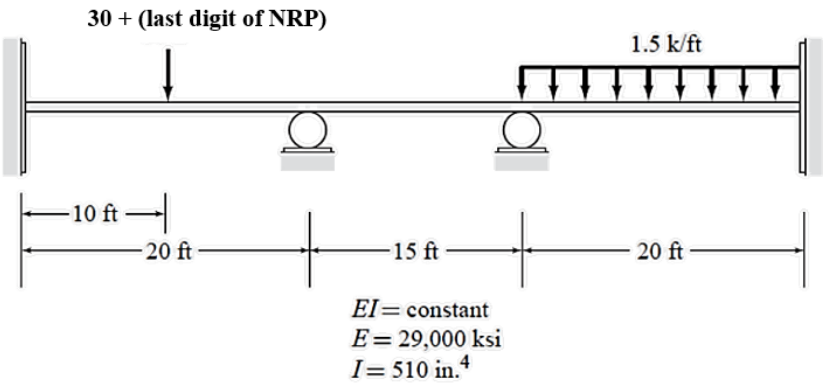

Fig. 1 Three Span Continuous Beam
Use the slope-deflection method and solve the question related to the indeterminate beam shown in Figure 1. The beam has 18 ft length and at the midspan, a concentrated load applied. Based on your own analysis solve the following question
1. By neglecting axial deformation, determine the stiffness matrix, joint displacements and member end forces for the three-span continuous beam shown in Fig. 1 using the direct stiffness method. (60)